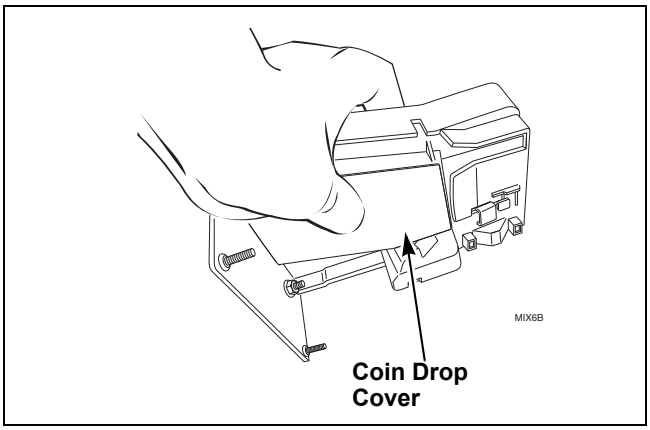

Figure 3
(2) Manually hold down coin drop cover and insert coin. Refer to *Figure 3*.